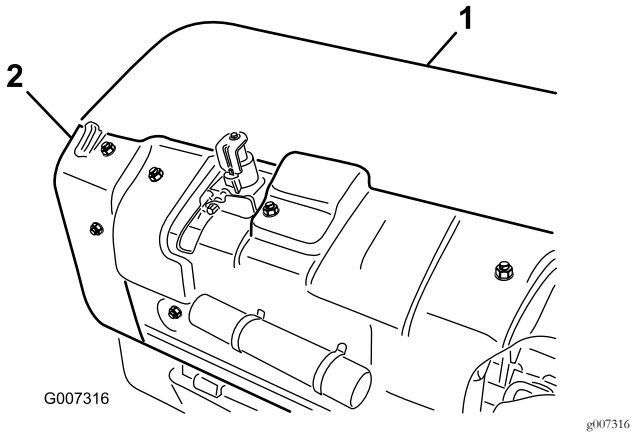

**Figur 34**
A. Fjern det bageste kernehoveddæksel (Figur 34).
B. Fjern remskiveafskærmningens monteringsbolte, og afmonter afskærmningen (Figur 34).